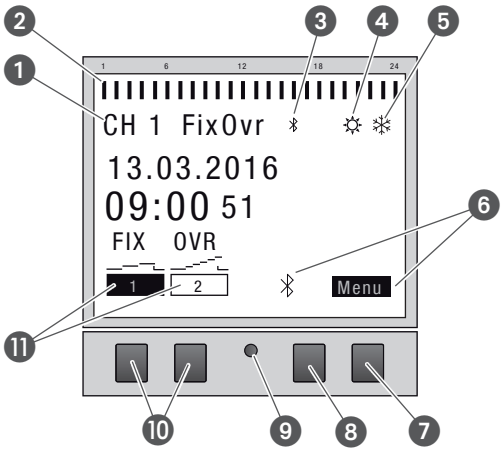

Fig. 2: Estructura del display
Indicadores de función de los dos botones derechos (Fig. 2/❼ + ❽)
Indicadores de función de los dos botones izquierdos (Fig. 2/⑩)
La estructura del menú aparece en el display al pulsar el botón de menú (Fig. 2/❼).